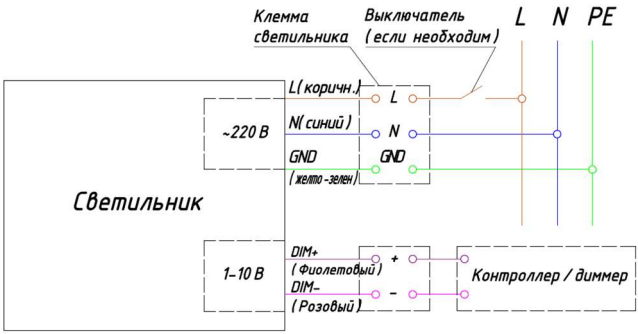

Рисунок 4. Подключение светильника.
- произведите соединение кабеля светильника с питающим кабелем. Соединение необходимо производить в распределительной коробке, либо другим допустимым по ПУЭ и ПТЭЭП способом. При этом необходимо соблюдать полярность соединения проводов: коричневый – фазный проводник, синий – нейтральный проводник, зеленый/желтый – защитный проводник («земля») см. рисунок 4.